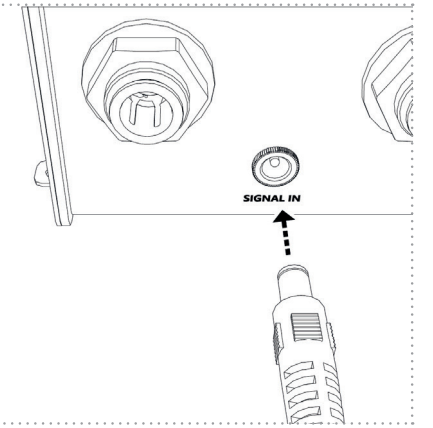

Abbildung: 21
6. Danach stecken sie den Stecker des Anschlusskabels (Signal) in die davor vorgesehene Anschlussbuchse an der UV-Einheit (Abbildung 21).